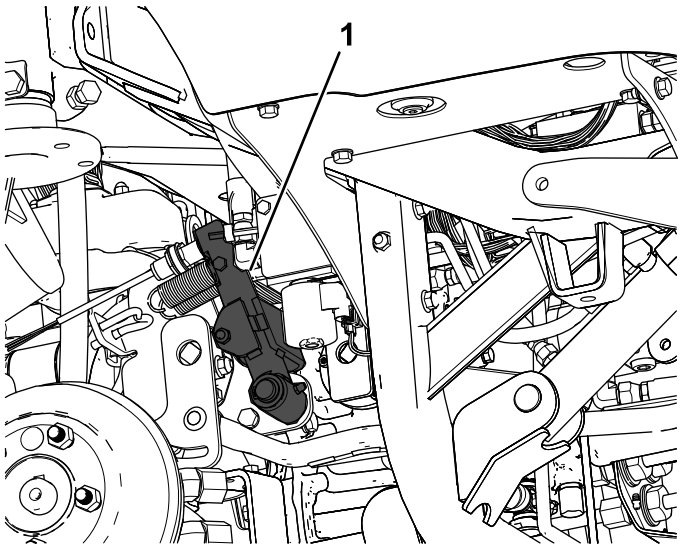
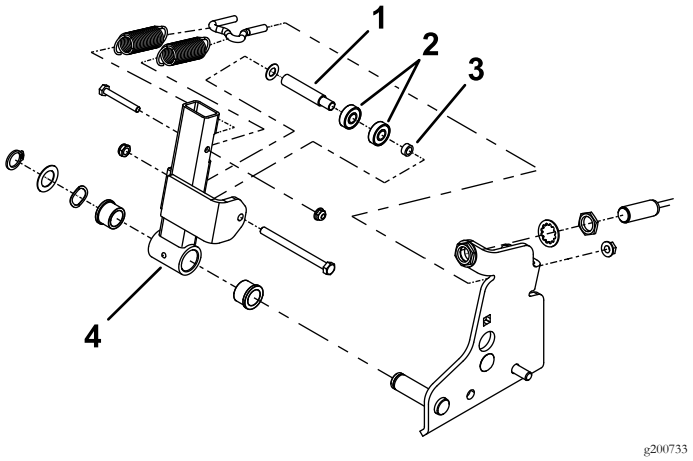

Figura 1
Figura 2
5. Localice y retire el brazo de punto muerto existente (Figura 1 y Figura 2).
8. Instale el brazo de punto muerto en la máquina (Figura 2).